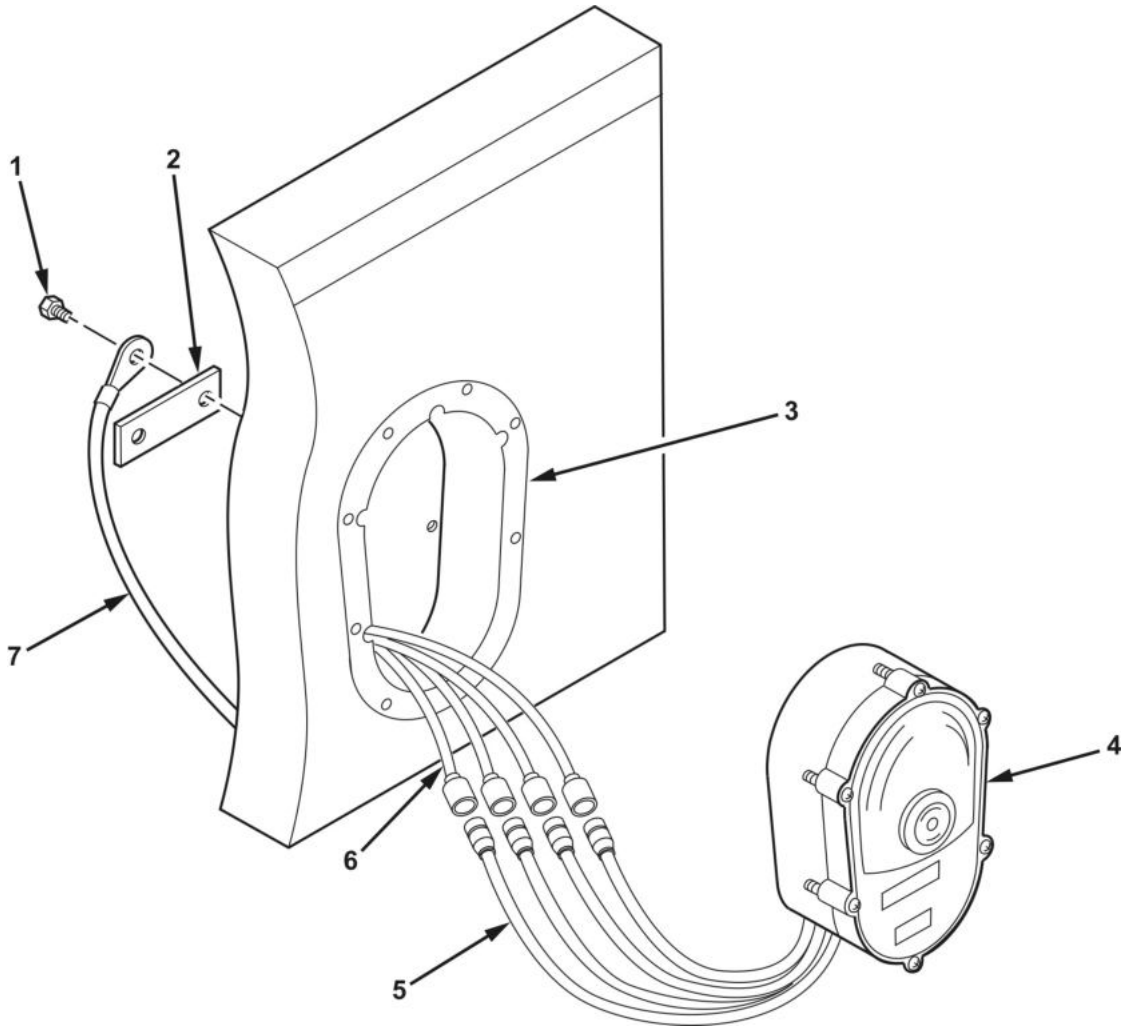

Figure 2. Taillight with Bulb Removal and Installation.
2. Disconnect four leads (Figure 2, Item 5) from body wiring harness (Figure 2, Item 6).
3. Remove two capscrews (Figure 2, Item 1) securing plate (Figure 2, Item 2), ground strap (Figure 2, Item 7), and taillight (Figure 2, Item 4) to housing (Figure 2, Item 3).
4. Remove taillight (Figure 2, Item 4) by feeding wires, one at a time, through housing.
1. Install taillight (Figure 2, Item 4) in housing (Figure 2, Item 3) by feeding wires, one at a time, through housing.
2. Install one capscrew (Figure 2, Item 1) through ground strap (Figure 2, Item 7), plate (Figure 2, Item 2), and housing (Figure 2, Item 3) into taillight (Figure 2, Item 4). Install other capscrew through plate and housing into taillight.
3. Tighten two capscrews (Figure 2, Item 1).
4. Connect leads (Figure 2, Item 5) to body wiring harness (Figure 2, Item 6).
5. Install wiring harness shield to wiring harness (Figure 2, Item 6) and install electrical tiedown straps.